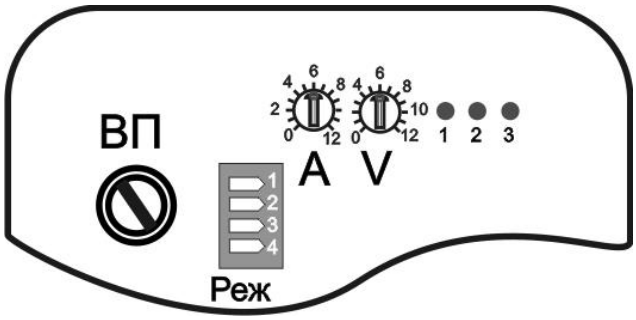

Рис. 11.1
11.3.1.1 Установить регуляторы в исходное положение, движок «1» переключателя «Реж» (см. рис.11.1) в правое (включенное) положение (пониженная чувствительность), движок «2» в левое (выключенное) положение (повышенная максимальная скорость), движок «3» в левое (выключенное) положение (пониженная минимальная скорость), движок «4» в правое (включенное) положение (индикация включена), регулятор «А» повернуть до упора против часовой стрелки в начальное положение (минимальная чувствительность), а регулятор «V» повернуть до упора по часовой стрелке (высшая максимальная скорость).
11.3.1.2 Настройку чувствительности производить по ширине **ЗО** (регулятор «**А**», см. рис.11.1) и по скорости (регулятор «**V**») движения «нарушителя», движущегося в положениях «в рост», «согнувшись», «низко пригнувшись». При вращении регуляторов по часовой стрелке соответствующий параметр увеличивается. Чувствительность и максимальная скорость пересечения рубежа снижаются/повышаются скачкообразно при включении в правое/левое положение первого (верхнего) и соответственно второго движков переключателя режимов «Реж».